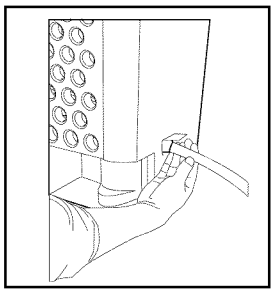

fig. 2
d. Insert the female threaded end of the hose through the opening. (fig.2)